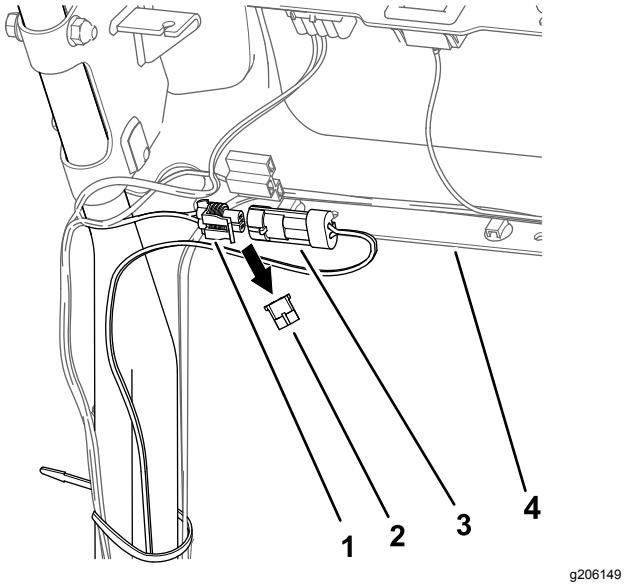

Figura 16
1. Rimuovete, dietro la consolle, il cappuccio del connettore a 2 prese del cablaggio preassemblato della macchina (Figura 16).
2. Collegate il connettore a 2 pin del cablaggio preassemblato della luce LED al connettore a 2 prese del cablaggio preassemblato della macchina (Figura 16).